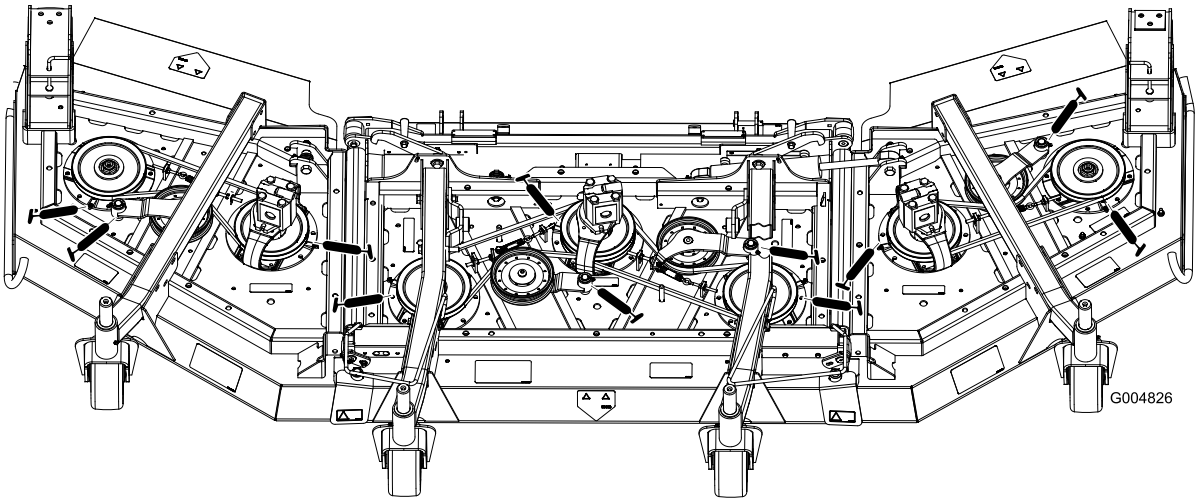

Bild 40
- Drei Spindelwellenlager (unter der Riemenscheibe) (Bild 40)
- Zwei Spannarm-Drehbüchsen (Bild 40)